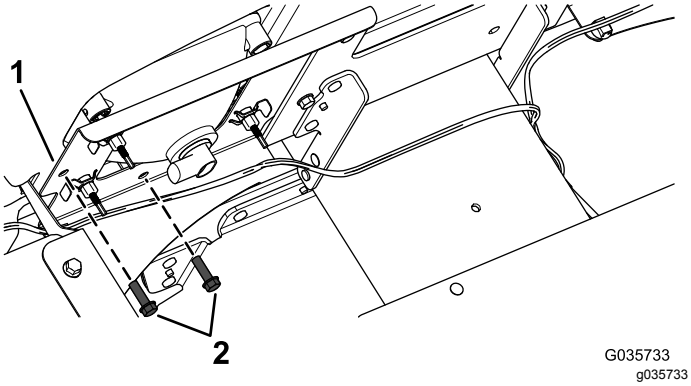

Figur 1
1. Lossa de två befintliga skruvarna från strålkastarfästet (Figur 1).